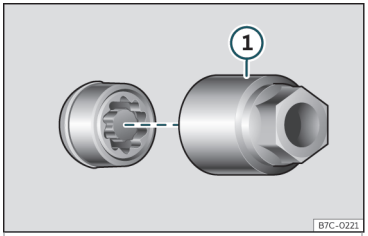

Fig. 31 Tornillo antirrobo de la rueda con capuchón y adaptador.
- Encaje el adaptador especial ››› **fig. 31** ① (herramienta de a bordo ››› **pág. 41**) en el tornillo antirrobo de la rueda hasta el tope.